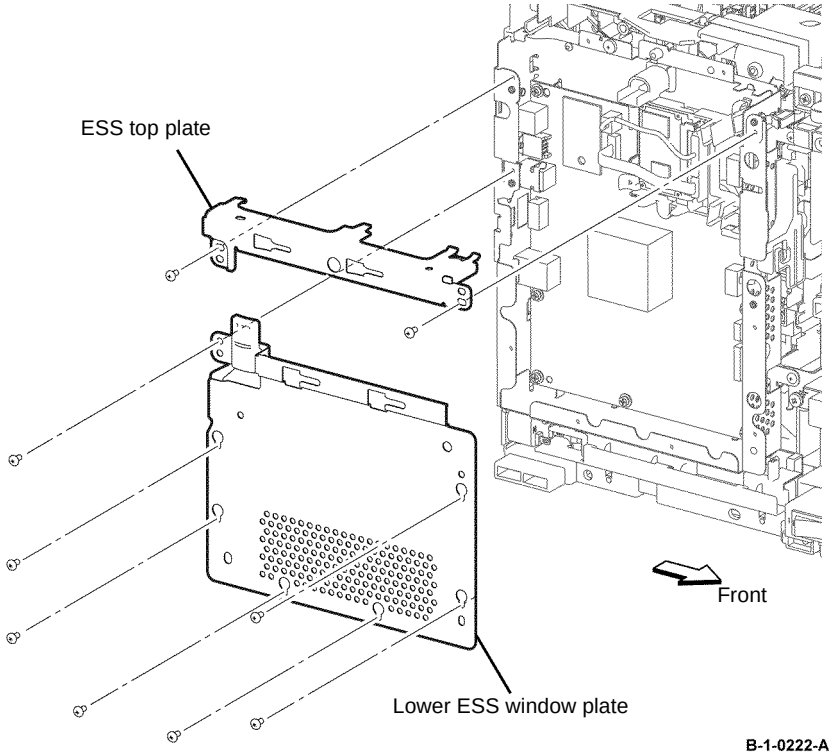

Figure 1 ESS top and lower plate removal
11. Remove seven screws (silver, M3, 6mm), then remove the lower ESS window plate with WIFI release lever, Figure 1.
12. Remove two screws (silver, M3, 6mm), then remove the ESS top plate, Figure 1.